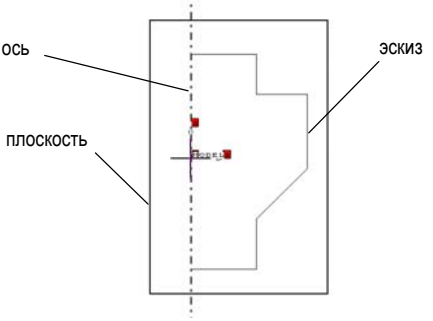

Рис. 23
① Система предлагает выбрать, будет ли добавляться (ADD) или удаляться (REMOVE) материал. Если это первый компонент создаваемой модели, система не задаст этого вопроса.
② *PICK AXIS/EDGE* – укажите ось/ребро, вокруг которого должен будет вращаться эскиз (SKETCH) контура, и подтвердите Ваш выбор (рис.23).
③ *PICK FACE/PLAN* – укажите плоскость/грань, на которой будете строить контур. Если была задана плоскость, укажите базовые ребра или ось +X.